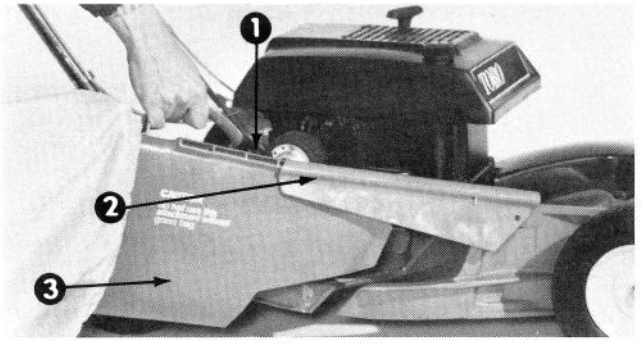

Figure 10
1. Grasp bag chute by the handle and insert chute slides into grooves in deflector. Raise deflector with the bag chute and slide the chute fully forward (Fig. 10). Allow spring tension of deflector to lower the bag chute so its tab settles into slot in mower housing. Do not use your free hand to raise grass deflector when installing the bag chute, even though engine is not running, because contact with the blade could cause personal injury.